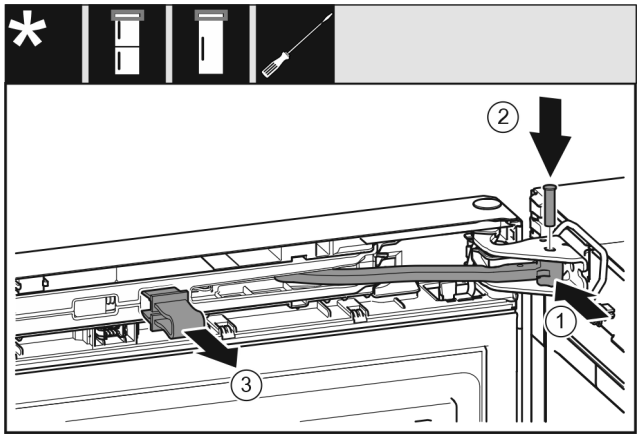

Fig. 31
- ▶ Scharnier *Fig. 31 (1)* in het lagerbok draaien.
- ▶ Bouten *Fig. 31 (2)* in het lagerbok en scharnier steken. Let hierbij op dat het vergrendelingslipje juist in de groef zit.
- ▶ Beveiliging *Fig. 31 (3)* wegnemen.